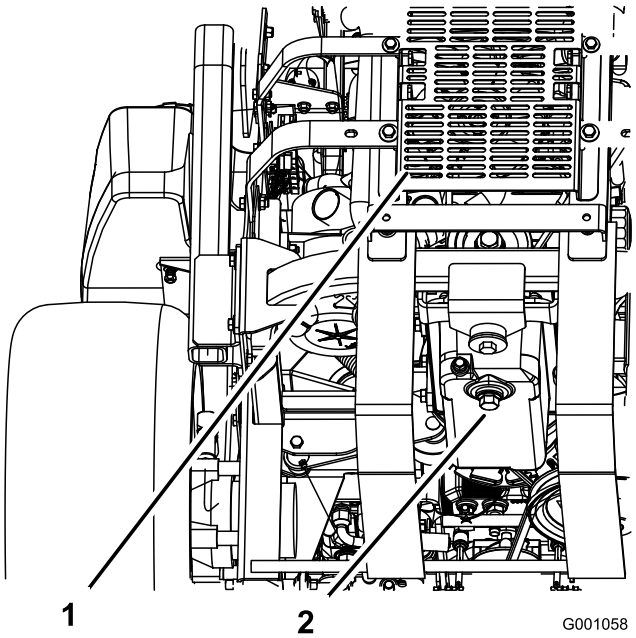

**Figur 36**
5. Placer en bakke under olieaftapningsproppen. Afmonter aftapningsproppen, og lad al olien løbe ud (Figur 36).